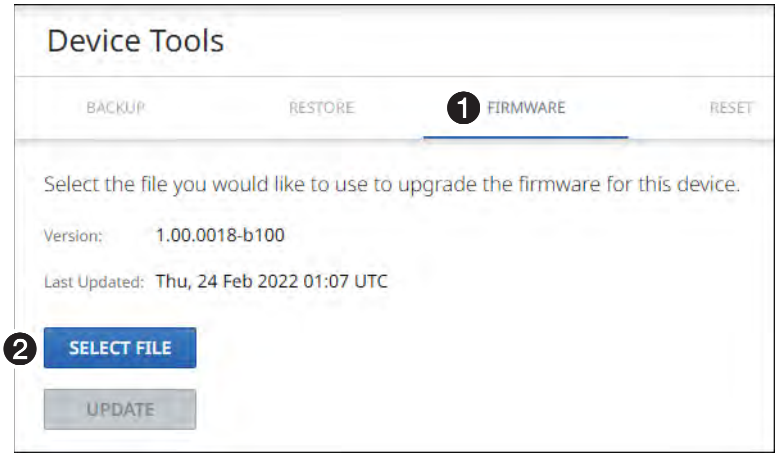

Figure 44. Tools — Firmware Function
1. On the `Device Tools` page, click **`FIRMWARE`** (see figure 44, ❶).